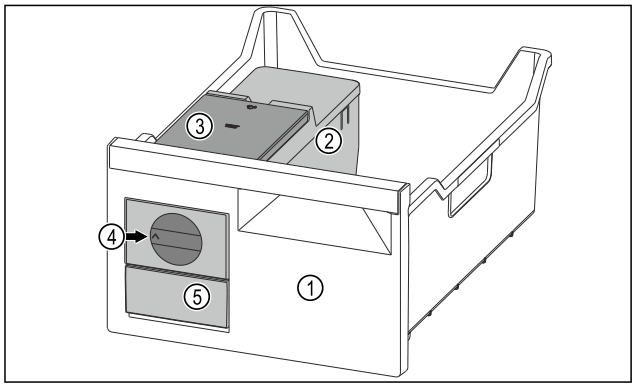

Fig. 122 Ilustrační zobrazení
▶ Otočte otočný knoflík *Fig. 122 (4)* ve směru hodinových ručiček až na doraz.
▷ Kostky ledu padají z misky na kostky ledu do zásuvky na kostky ledu *Fig. 122 (5)*.